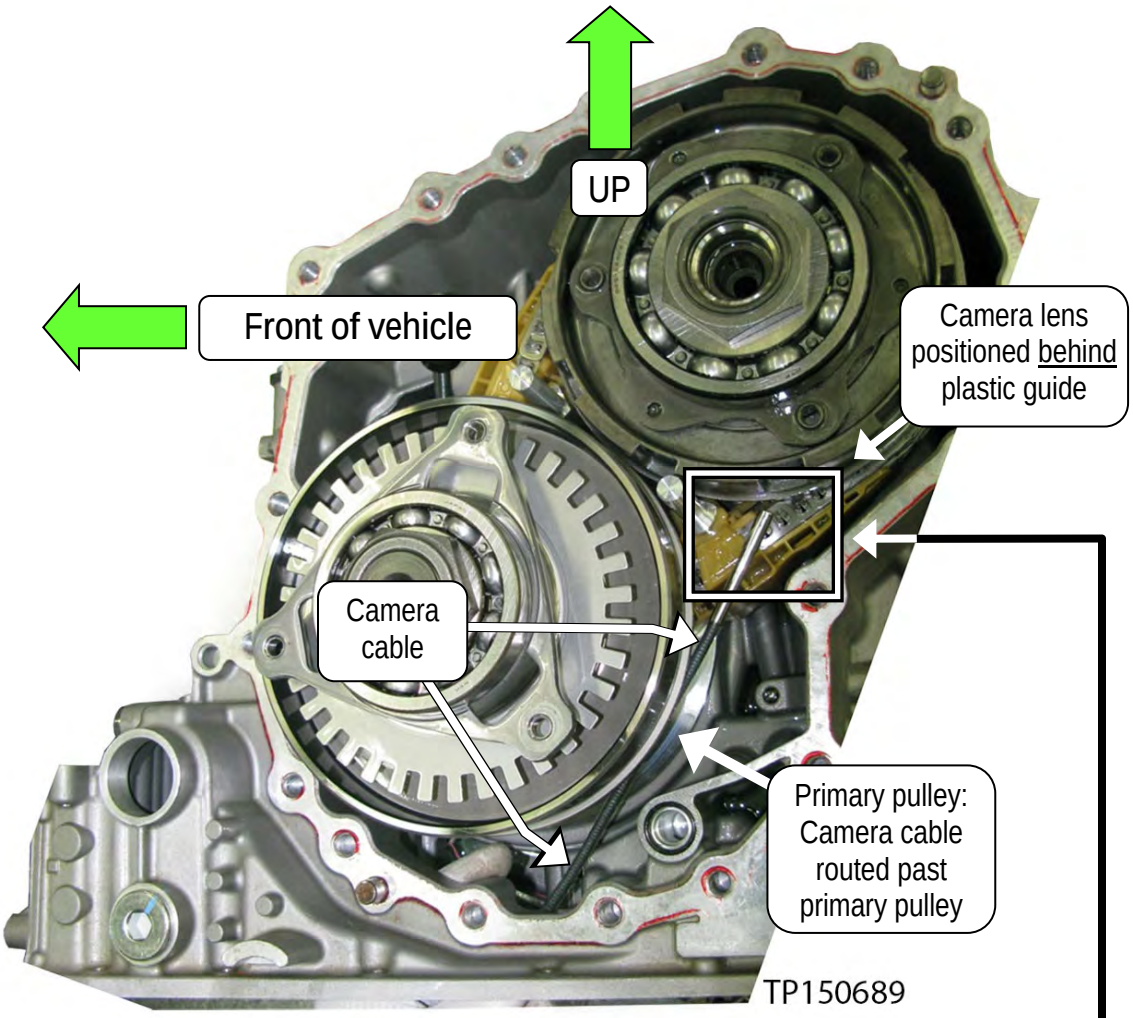

Figure 9
a. First inspect the entirety (360°) of the driver side of the chain that comes in contact with the pulley (see Figures 9 and 10 on page 10, and Figure 13 on page 12).
- Figures 9 and 10 show the routing and location of the camera.